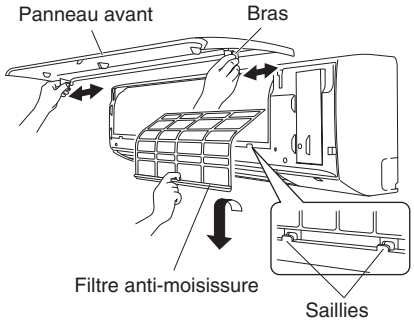

Fig. 3-12
(1) Ouvrir le panneau avant jusqu'à ce qu'il soit presque horizontal, tenir les sections proches des bras du panneau avant des deux côtés et enlever le panneau en poussant les bras vers l'extérieur tout en tirant le panneau vers soi. S'il est difficile d'enlever le panneau avant, tenir ses deux extrémités et le soulever légèrement. Le déplacer à gauche et désengager le bras gauche, puis le déplacer vers la droite et désengager le bras droit. (Fig. 3-12)
(2) Soulever légèrement le filtre anti-moisissure pour le désengager des saillies sur l'unité, puis tirer vers le bas pour retirer le filtre de l'unité. (Fig. 3-12)